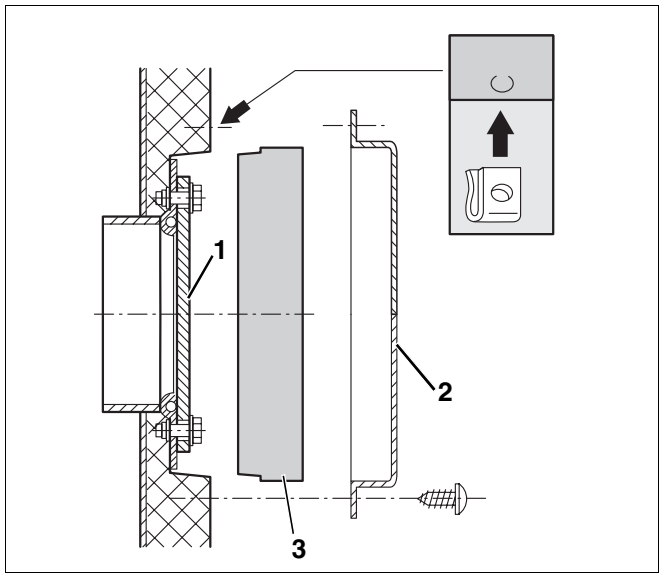

Fig. 7 Izolație termică – gură de vizitare frontală
- Discul termoizolant (fig. 7, **poz. 3**) se montează în fața capacului gurii de vizitare frontale (fig. 7, **poz. 1**).
- Masca (fig. 7, **poz. 2**) se fixează cu 4 şuruburi pentru tablă în fața gurii de vizitare frontale.